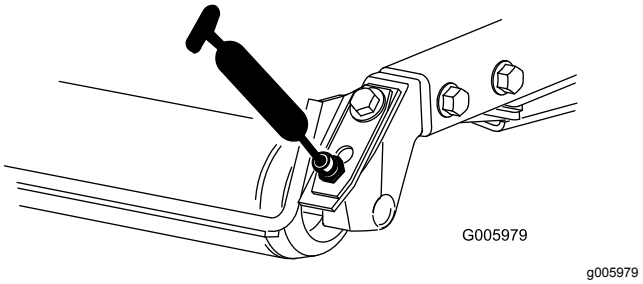

Figur 48
- Bakre rullens lager (2 per klippenhet) (Figur 48)